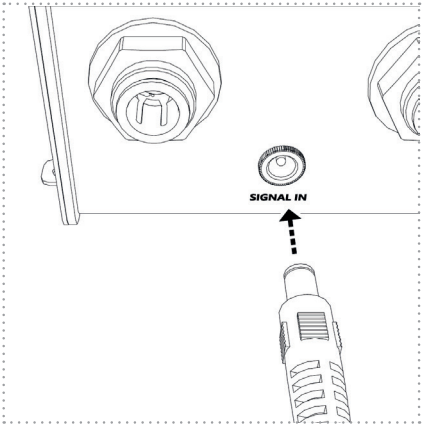

Figure 21
6. Then plug the connector of the signal cable into the designated socket on the UV unit (Figure 21).